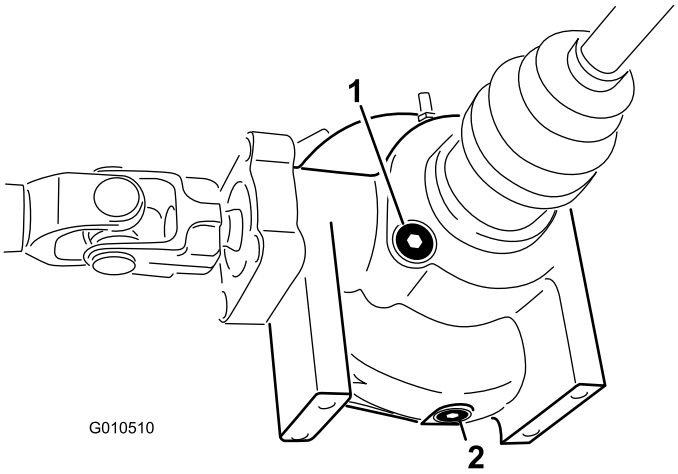

Figur 18
2. Rengjør området rundt påfyllings-/kontrollpluggen på siden av differensialen (Figur 18).